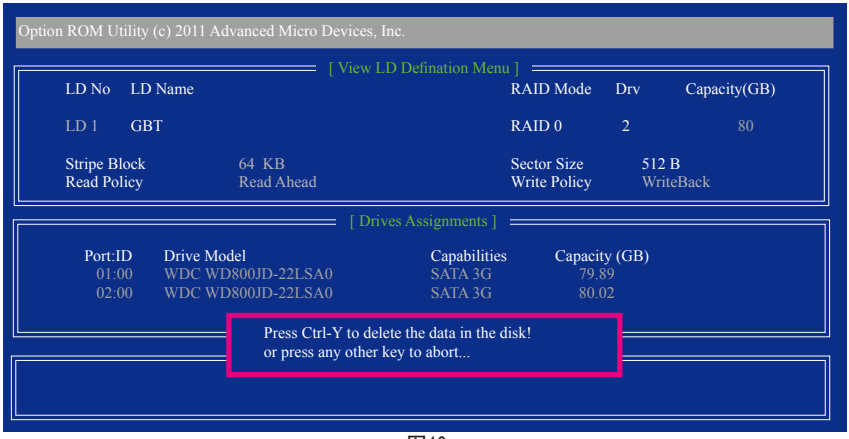

图10
2. 的后您将进入如图10的「View LD Defination Menu」窗口。在此窗口里您可以看到包含在此磁盘阵列的磁盘成员。若您确定要删除该磁盘，请按<Ctrl>+<Y>键或按任意键取消。